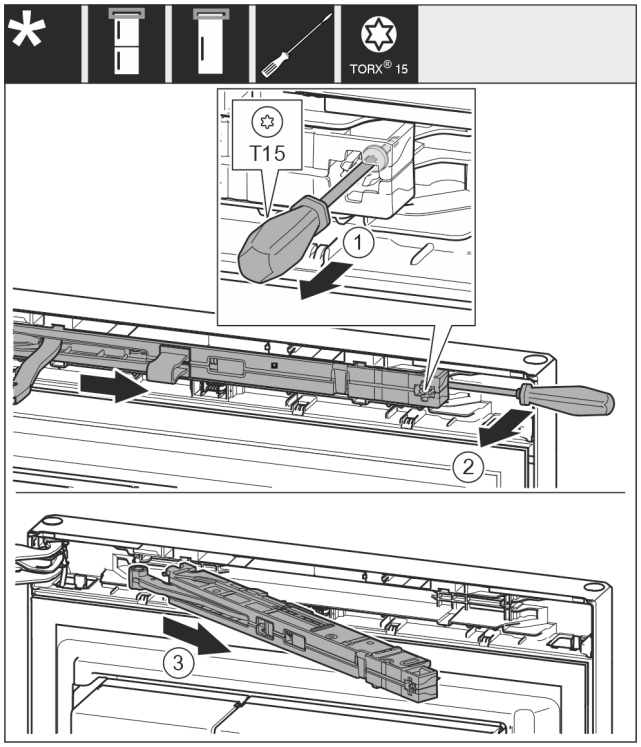

Fig. 10
- ▶ Atskrūvējiet durvju amortizatora mezgla skrūvi *Fig. 10 (1)* ar skrūvgriezi 14 mm.
- ▶ Izceliet durvju amortizatora mezglu *Fig. 10 (2)* roktura pusē ar skrūvgriezi uz priekšu.
- ▶ Izvelciet durvju amortizatora mezglu *Fig. 10 (3)*.